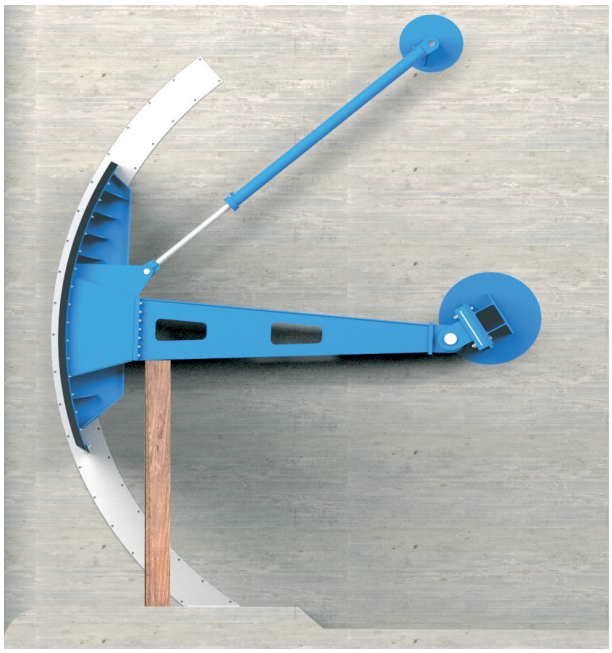

Fig. 16
2. Collocare la saracinesca mezzo aperta e fissare la travata in tale posizione, ad esempio con dei listelli in legno, imbracature... (fig. 16).